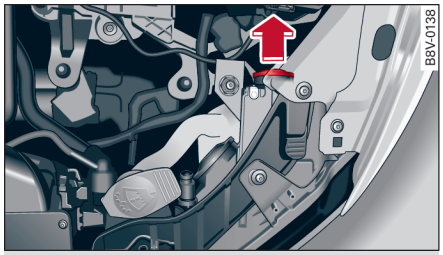

图 248 发动机舱：去除盖子（近光灯）
为便于理解，⇨ *图 248* 显示的是拆卸后的大灯的内部。
- ▸ 沿箭头方向拔下盖子 ⇨ *图 248*。